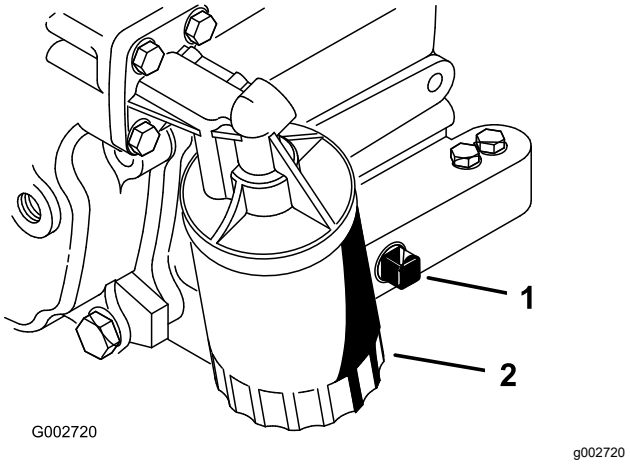

**Figur 26**
2. Fjern aftapningsproppen (Figur 26), og lad olien flyde over i aftapningsbeholderen. Monter aftapningsproppen igen, når olien holder op med at løbe.
3. Fjern oliefilteret (Figur 26).